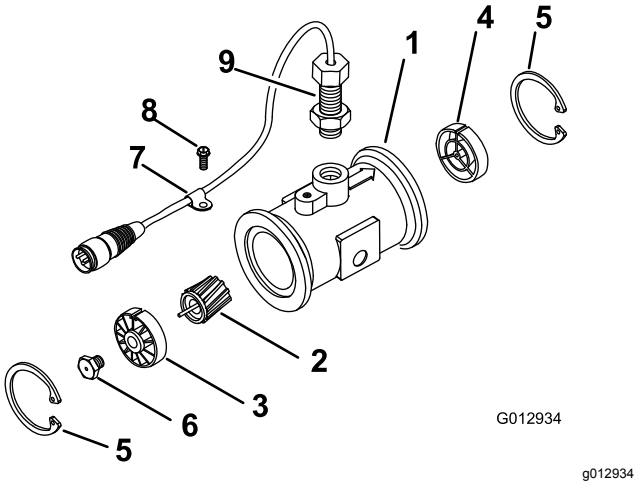

Figur 47
3. Ta bort fästringen på uppströmssidan (Figur 47).